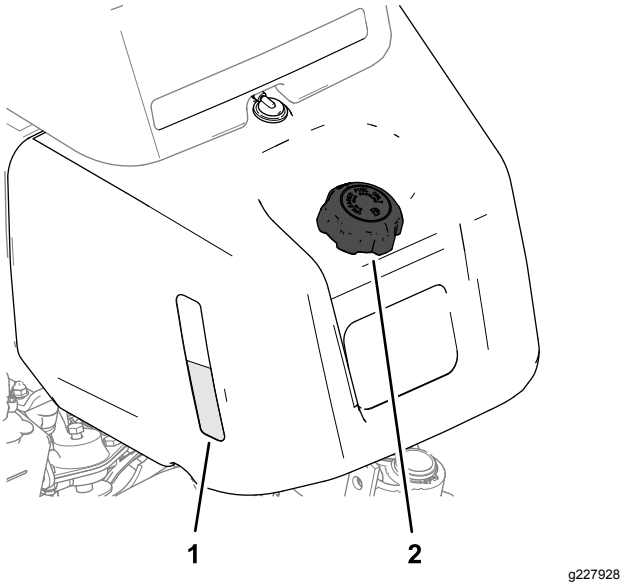
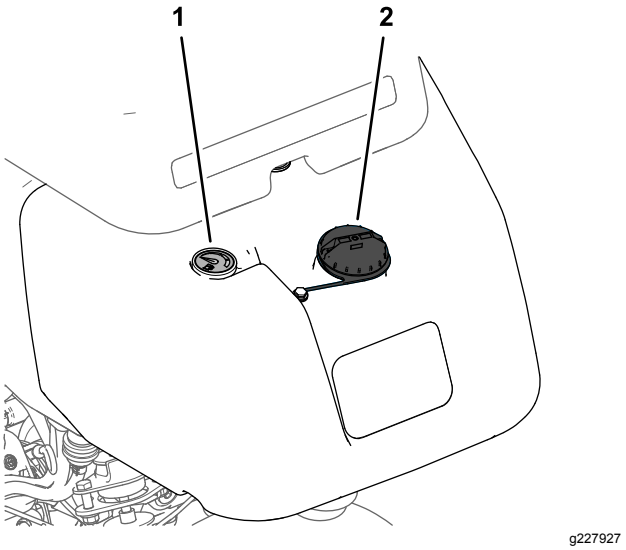

Figur 24
Figur 25
1. Rengjør rundt og ta av lokket på drivstofftanken (Figur 24 eller Figur 25).